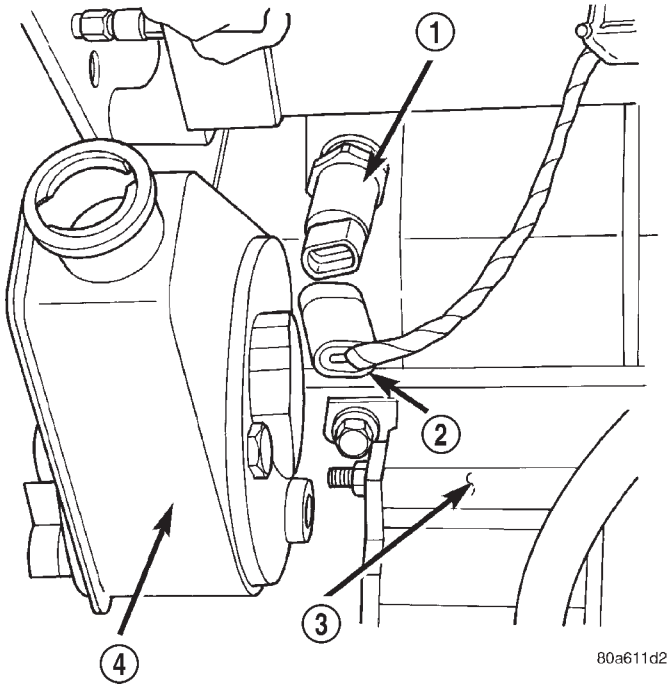

Fig. 5 Oil Pressure Sending Unit
(1) Remove and cap steering pump hoses and vacuum pump vacuum line.
(2) Remove the sender unit from engine block and plug hole in block (Fig. 5).